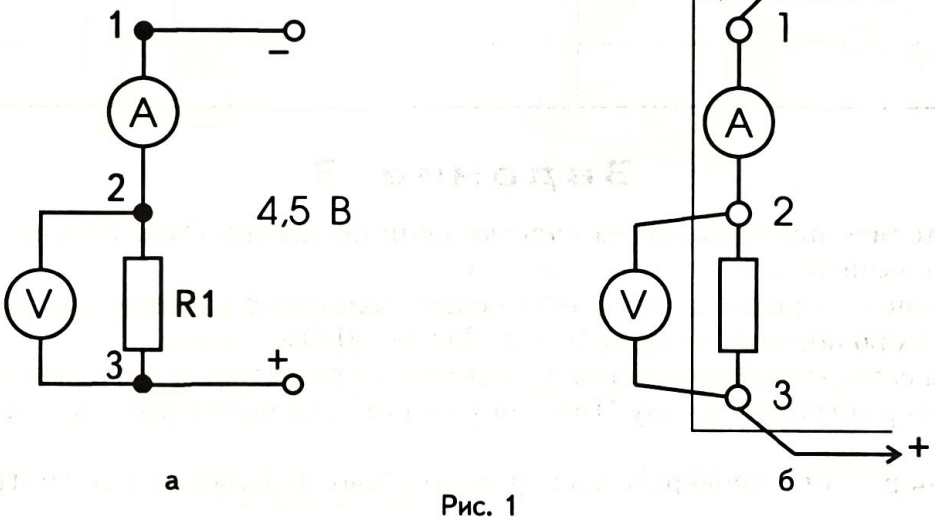

Рис. 1
1. Соберите цепь по рис. 1, *а* и *б*, используя резистор R1 сопротивлением 10 Ом.
1. Соберите цепь по рис. 1. В качестве участка **R** возьмите поочередно резисторы сопротивлениями 10 Ом, 20 Ом, 30 Ом (маркировку можно заклеить изолентой).